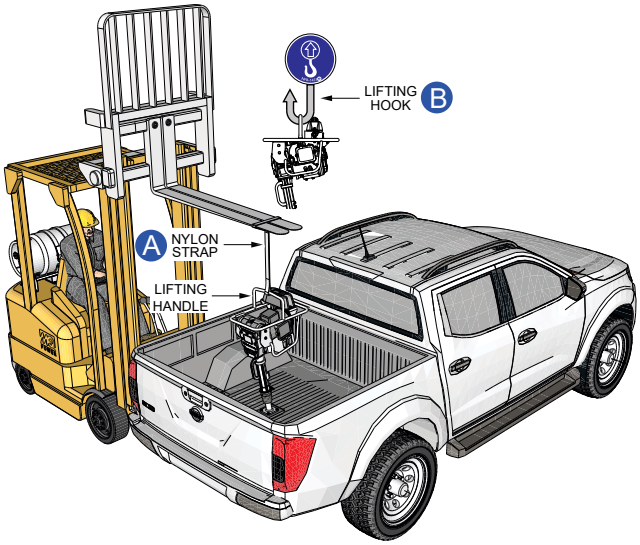

Figure 4. Rammer Lifting (Forklift/Crane)
6. When using a forklift or crane to lift the rammer, attach a suitable lifting strap (Figure 4**A**) or lifting hook (Figure 4**B**) to the ***lifting handle*** on the rammer.